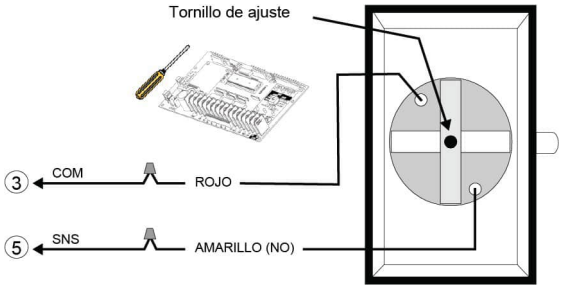
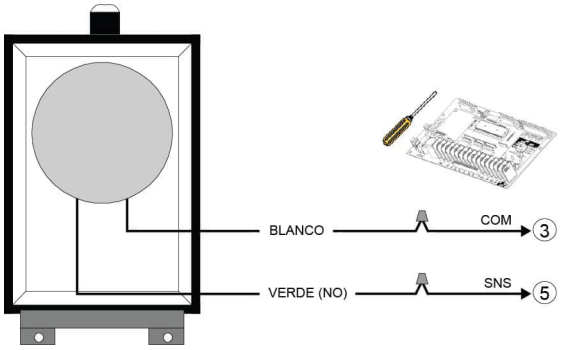

Figura 27 - AIRSWITCH 001 / 007 (Interruptor de aire)
Figura 28 - AIRSWITCH 009 / 018 (Interruptor de aire)
3. Utilizar un cable en espiral o carrete de recogida para conectar el interruptor de aire a los terminales del operador. Instalar los cables eléctricos de acuerdo con la Figura 27 o la Figura 28.